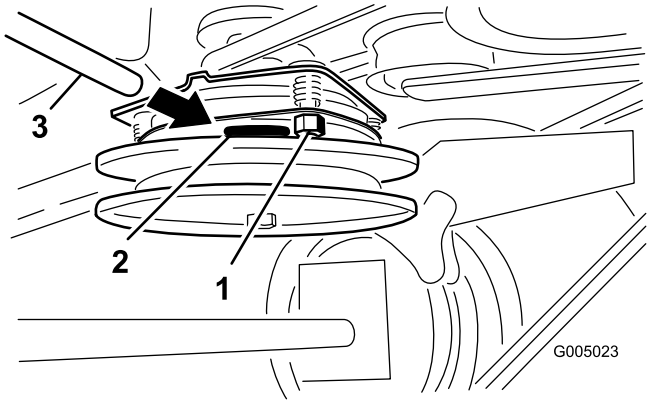

Figur 40
2. Dra åt låsmuttrarna tills du känner ett motstånd i bladmåttet men ändå kan röra det utan problem inom luftgapet (Figur 40).